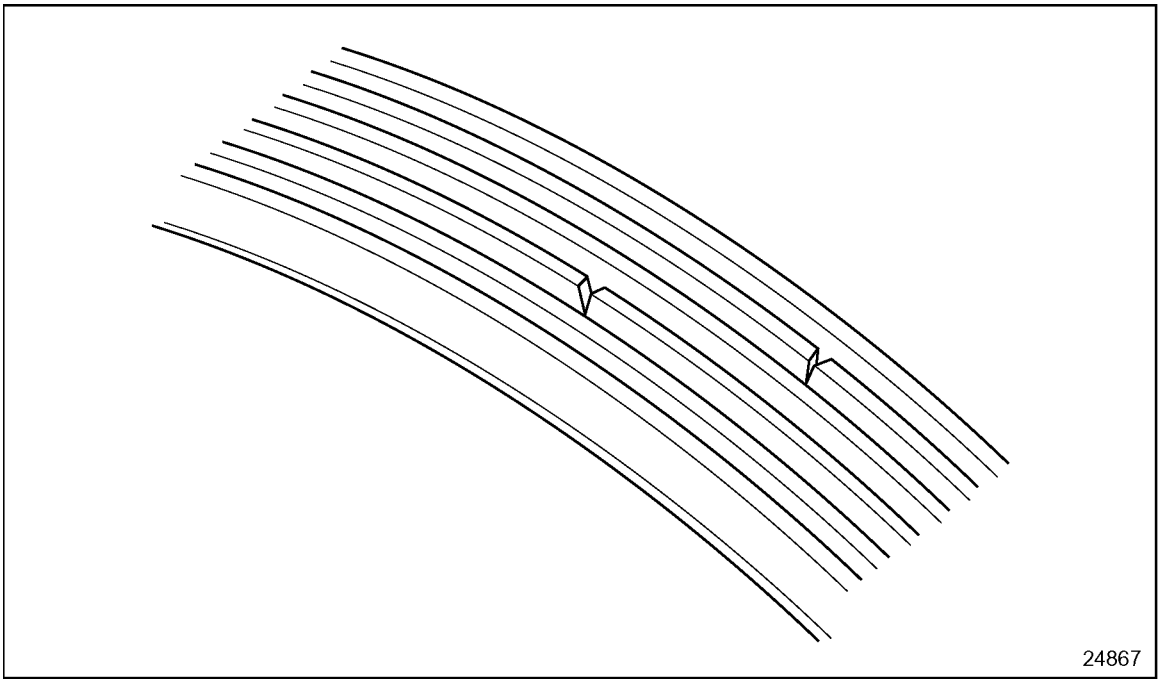

Figure 13-8 Minor Rib Cracking
- ☐ After an extended time in service, minor rib cracks may appear, usually one or two cracks per inch of belt. See Figure 13-8. This condition is considered normal.